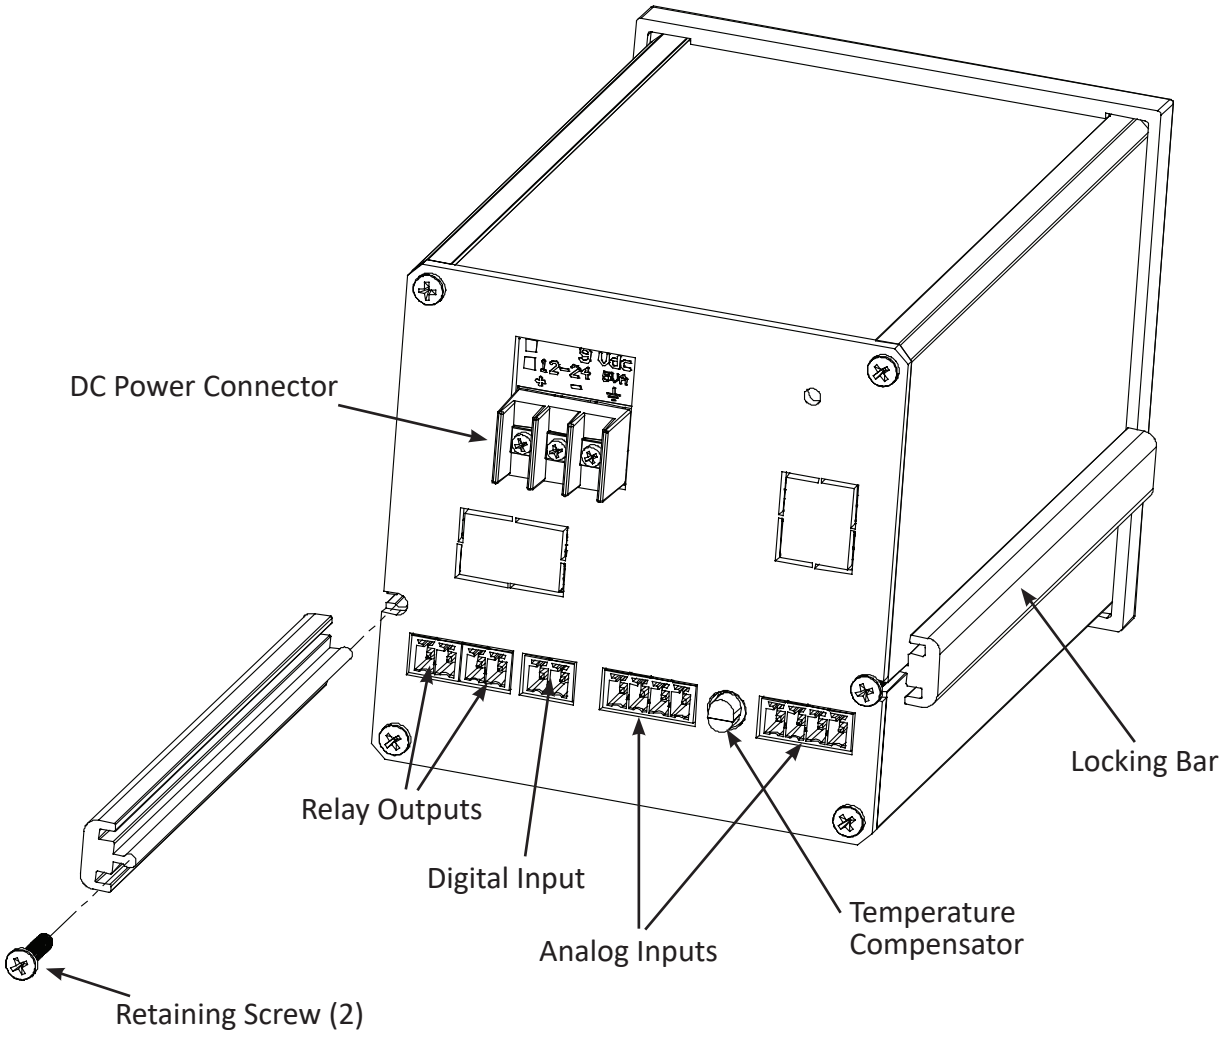

Figure 2.2 Rear View — Installation
2.2.1.5 With the Recorder held firmly in place against the panel, install one of the locking bar assemblies from the rear, by sliding the locking bar tongue into the groove on the side of the Recorder enclosure as shown in Figure 2.2.